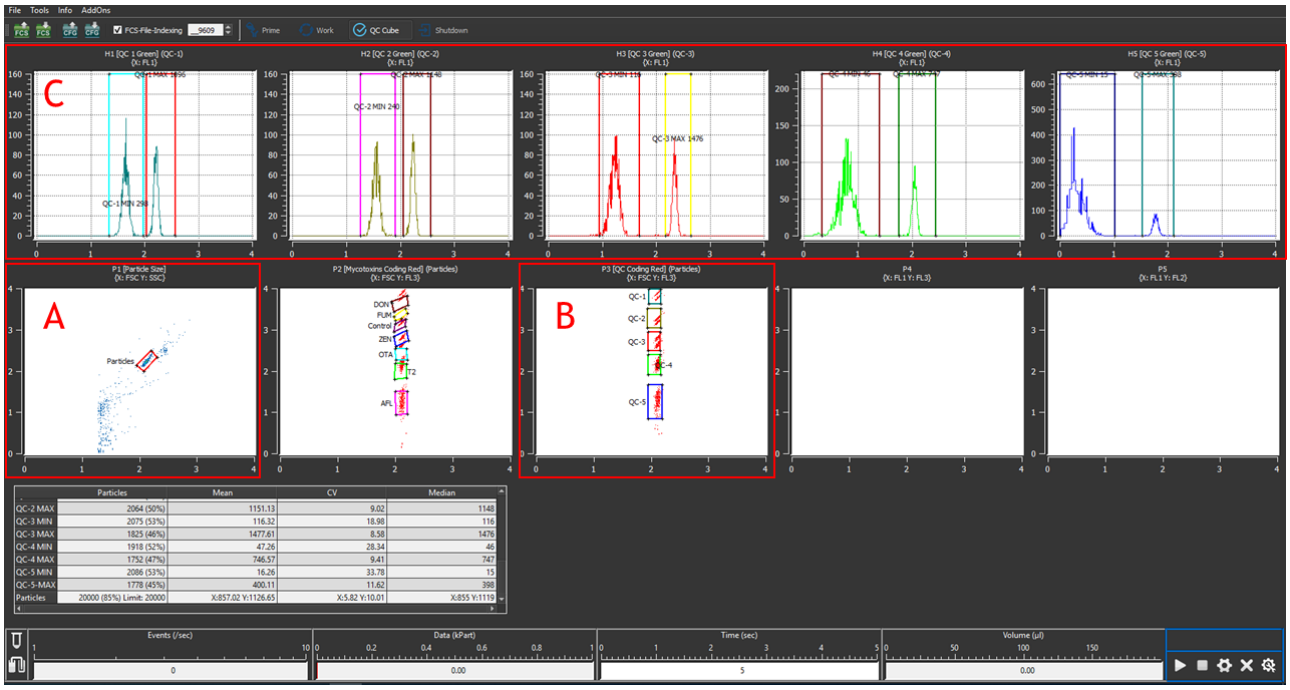

Abbildung 5. Übersicht SAFIA Check. FSC/SSC-Streuplot in A, FSC/FL-3-Streuplot in B sowie FL-1-Histogramm in C
10. Nach dem automatischen Priming des Autoloader folgen Sie den Anweisungen durch das Prime-Programm über den Sample Port (siehe Abbildung 5).
Mithilfe des *SAFIA Performance Checks* wird die korrekte Funktion des RI-300 für die Messung von SAFIA Assays überprüft. Dazu wird eine Mischung von *SAFIA Performance Check Partikeln* gemessen. Die Messung muss dabei vorher definierte Intensitäts-, Partikelzählraten (Count), Variationskoeffizienten (%CV) und Signal-zu-Rausch (S/N)-Verhältnisse in den entsprechende Detektoren FSC, SSC, FL-1 und FL-3 aufweisen, damit der *SAFIA Performance Check* bestanden wird. Bei einer erfolgreichen Messung werden 20.000 Partikel gemessen, welche im Streuplot FSC/SSC als Population in dem Gate „Partikel“ auftauchen (siehe Abbildung 5 A). In Streuplot FSC/FL-3 sind 5 Gates eingezeichnet, in denen jeweils 1 oder 2 Populationen sichtbar werden (siehe Abbildung 5 B). Die Populationen aus diesen 5 Gates sind in 5 Histogrammen in FL-1 aufgetrennt, sodass jeweils eindeutig zwei Peaks zwei Populationen abbilden (siehe Abbildung 5 C).
4. Der gespeicherte Performance Check erscheint nun auf der rechten Fensterseite. Das Ergebnis des Performance Checks wird automatisch gespeichert. Auf der linken Fensterseite sind die vorherigen Performance Checks aufgelistet und können aufgerufen werden. Über den Button Scatterplot-Report öffnen, kann das Fenster aus Abbildung 5 erneut geöffnet werden.